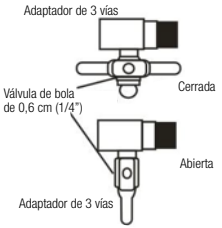

FIGURA A-3
3. Instale la válvula de bola metálica de 0,6 cm (1/4") en el adaptador de conexión de suministro de agua (adaptador de 3 vías) utilizando cinta de teflón para que su cierre/apertura resulte fácil (figura A-3).